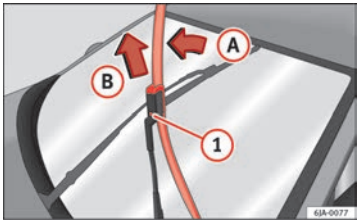

Fig. 67 Windscreen wiper blades ▶
– Lift the windscreen wiper arm away from the glass moving the blade slightly in the direction of the arm – arrow (A) ⇒ Fig. 67.
– Unlock the catch (1) with the other hand and remove the blade in the direction of arrow (B).